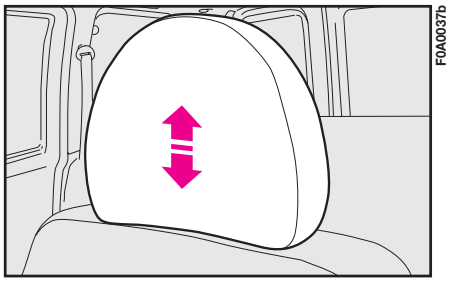

fig. 61a
– adjustable in height **fig. 61a**.